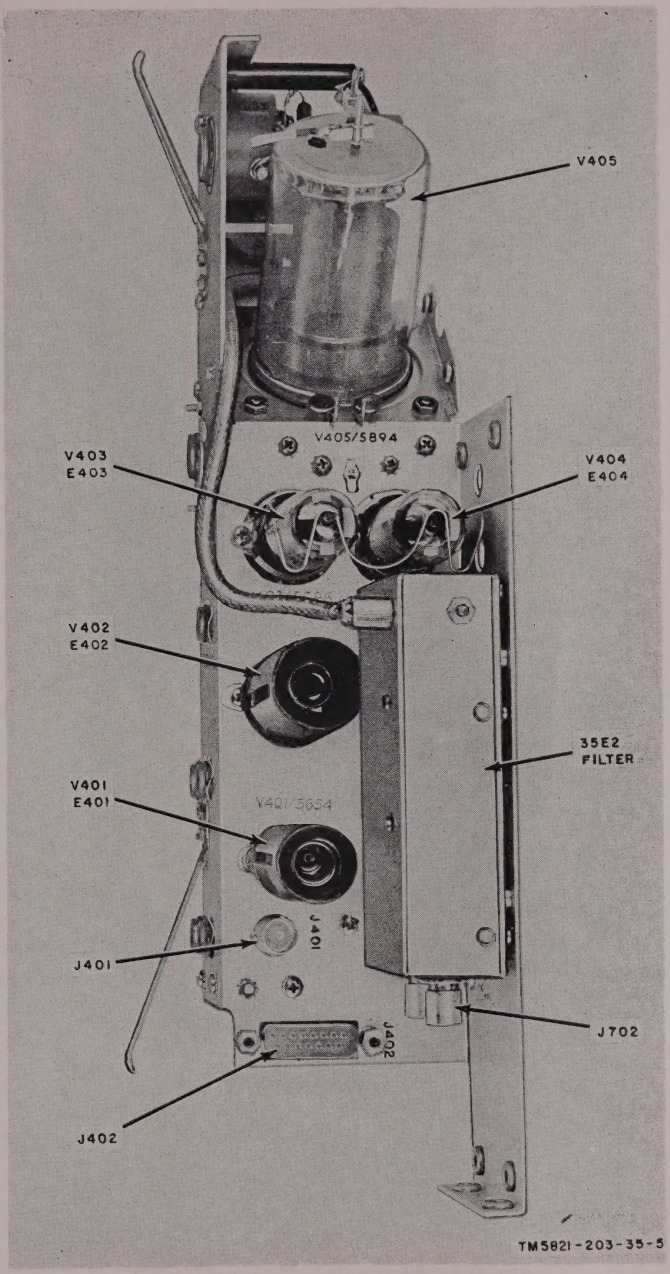

Figure 44. Rf amplifier subassembly, left side view.
(3) Remove the five screws that hold the subassembly to the main chassis. These screws are on the bottom of the subassembly. Three screws are reached through the subassembly. To reach the other two screws, remove power amplifier tube V405 (fig. 44, par. 63*a*).
(4) Remove the two screws from the top left-hand side of the front panel.
(5) Remove the screw that holds the subassembly to the rear panel.
(6) Disconnect plug P304 from jack J401.
(7) Remove the two screws from plug P503 and disconnect it from jack J402.
(8) On the harmonic filter unit (35E2
(7) Replace power amplifier V405 (fig. 44 and par. 63*b*).